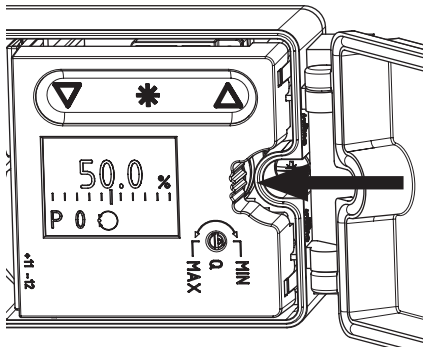

図 5: ピックアップレバーを適切な取り付け位置にロック
6. フォロワピン（2）がフォロワクランプ（3）の上に載るようにポジショナをアクチュエータの上に置きます。このとき、図 5 に示すようにリブ付きの部分を押して、ピックアップレバーを最上位の位置でロックします。レバー（1）は、バネの力でフォロワクランプ上に載った状態でなければなりません。
4. このとき、リブ付きの部分を押して、ピックアップレバーを最上位の位置でロックします（図 5 を参照）。